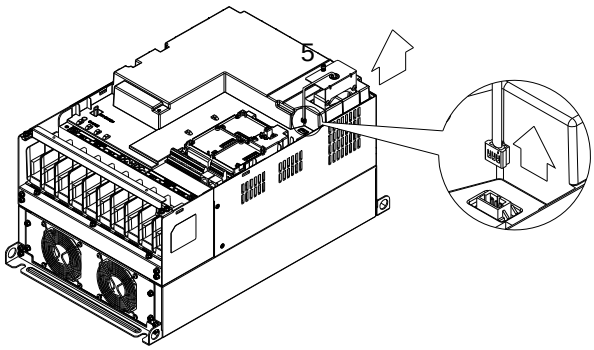

Рис. 3
3. (Рис. 3) Выкрутите винт 5 и отсоедините разъем вентилятора. Усилие откручивания: 10~12 кг*см (8.6~10.4in-lbf).